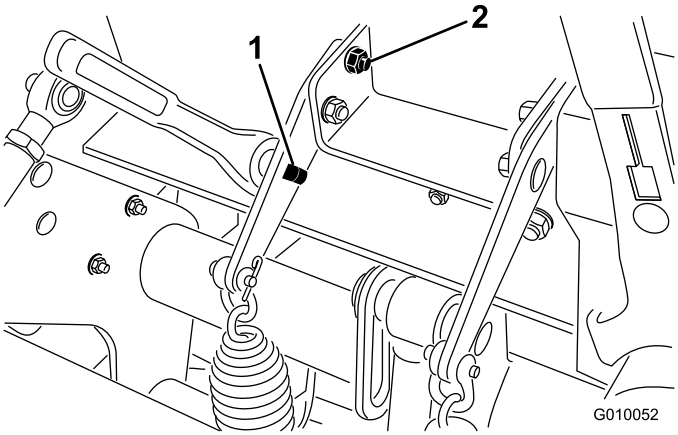

Figuur 37
2. Steek een dopsleutel van 13 mm of onderbrekerstang in de vierkante opening in de veerplaat (Figuur 37).